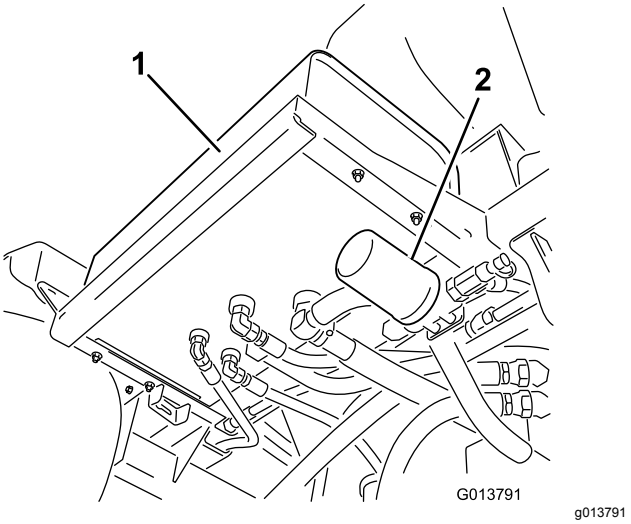
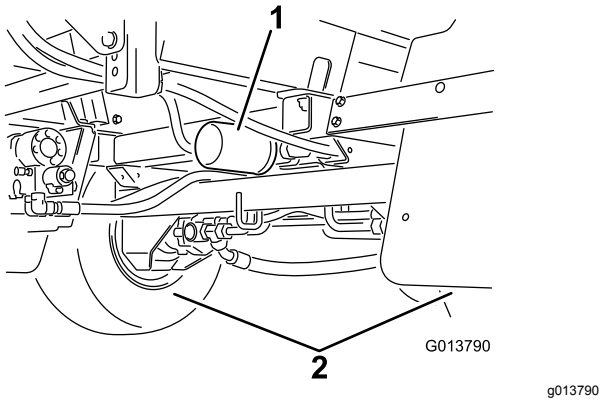

Figur 96
Figur 97
2. Leta upp maskinens två hydraulfilter (Figur 96 och Figur 97).